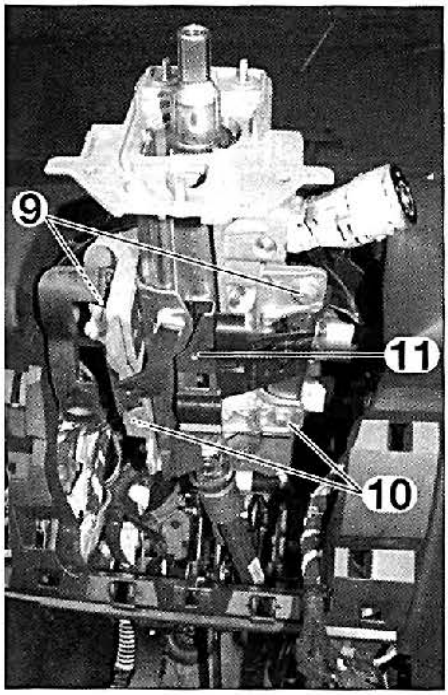

FIG. 7
-los tornillos (9) y (10) **(fig. 7)**,
-la columna de dirección (11).